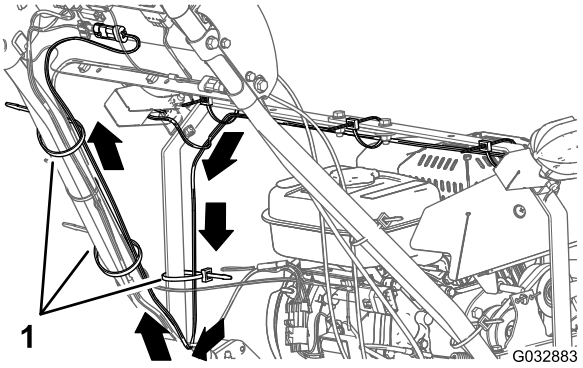

Figur 13
1. Før ledningssatsen til LED-lyssettet ned venstre lysstangbøyle og over til venstre håndtaksrør (Figur 13).
2. Før ledningssatsen opp venstre håndtaksrør til kontrollpanelet (Figur 13).
3. Fest ledningssatsen til venstre lysstangbøyle og håndtaksrør med tre kabelfester som vist i Figur 13.